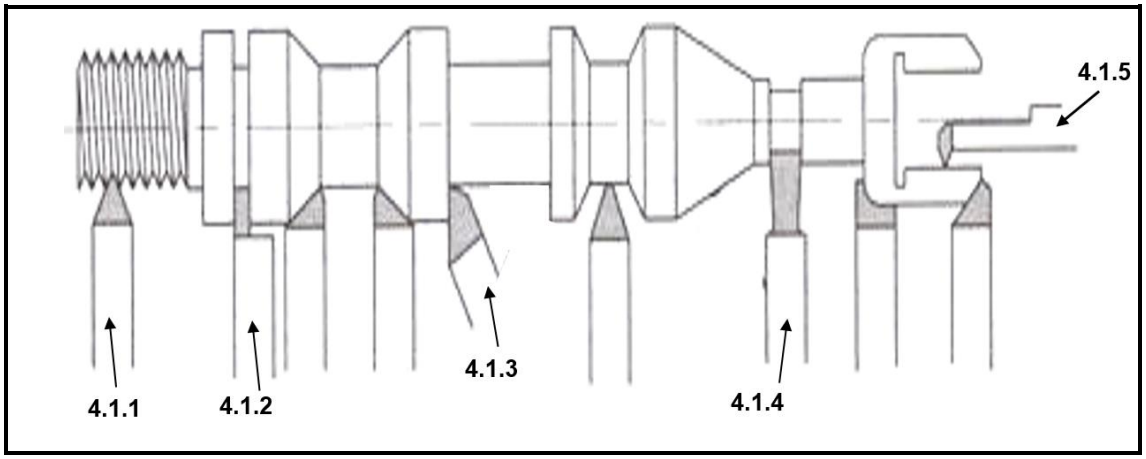

FIGUUR 3
4.1 FIGUUR 3 hier onder toon verskillende senterdraaibankpuntgereedskap. Identifiseer die puntgereedskap deur slegs die antwoord langs die nommer (4.1.1–4.1.5) in die ANTWOORDBOEK neer te skryf. (5)